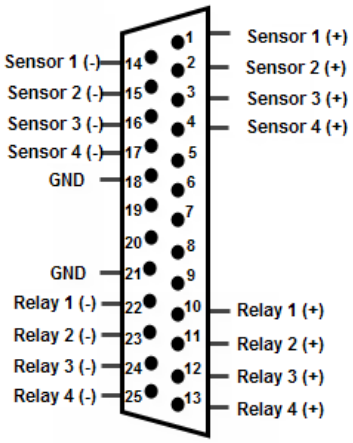

Figure 2.4—19 External connector pinout of the MO USBIO 4x4 card
4. To connect DI/DO, unsolder the connector included in the distribution kit. Unsoldering is made in accordance with the external connector pinout of the MO USBIO 4x4 card (Figure 2.4—19).